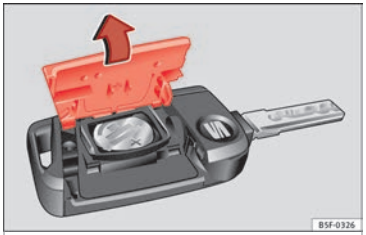

Fig. 133 Llave del vehículo: apertura de la tapa del compartimento para la pila.
• Retire la tapa en la parte trasera de la llave del vehículo ››› **fig. 133** en la dirección de la flecha ››› ❗.
• Coloque la tapa tal como se muestra ››› **fig. 133** y presiónela en la carcasa de la »